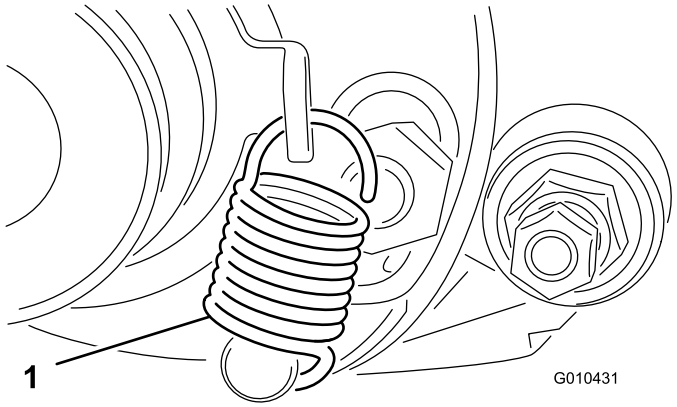

Figura 17
1. Rode a polia intermédia até que a mola da alavanca seja encaixada no furo do suporte da polia e no pino como se mostra na Figura 17.